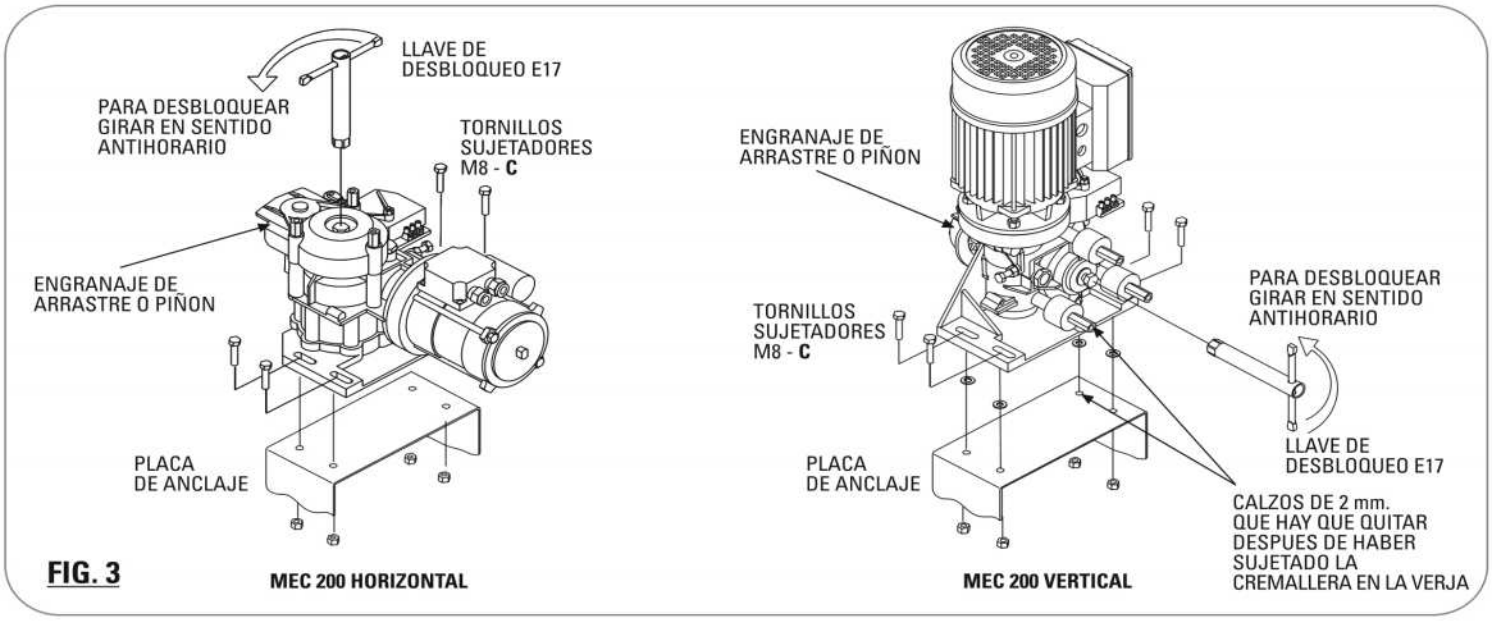

FIG. 3
- Desbloquear el MEC 200 desde la verja: desatornillar (1 o 2 vueltas máximo) el tornillo hexagonal por medio de **la llave de desbloqueo E 17** al efecto que se suministra en dotación (Fig. 3).